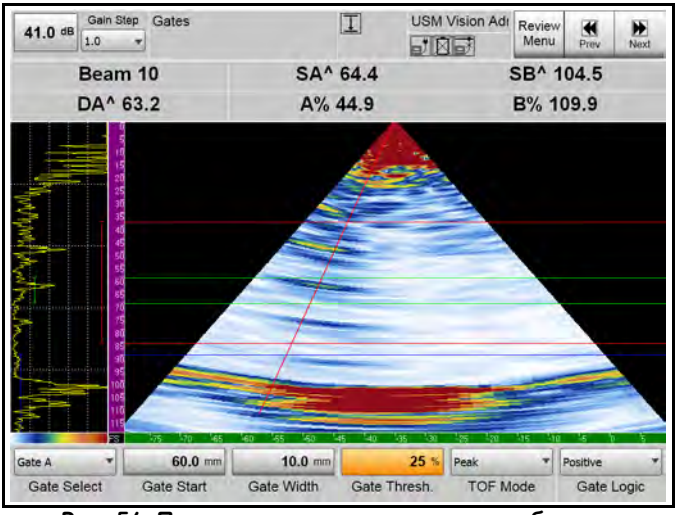

Рис. 54: Полноэкранная проверка калибровки
8. Система откалибрована, что подтверждается значком калибровки . Можно проверить калибровку, используя SDH в 65 мм или полный экран SDH (Рис. 54).